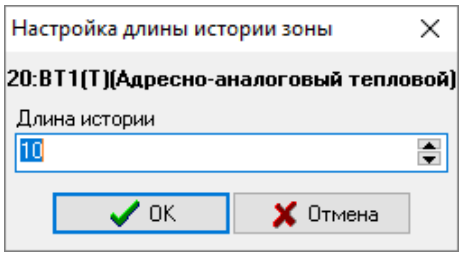

Рисунок 12-60 Настройка длины истории зоны
– ***Длина истории зоны*** – вызов окна «Настройка длины истории зоны» (см. Рисунок 12-60) для индивидуальной установки количества отображаемых в видимой области графика значений для активного графика того окна, в котором осуществляется настройка;